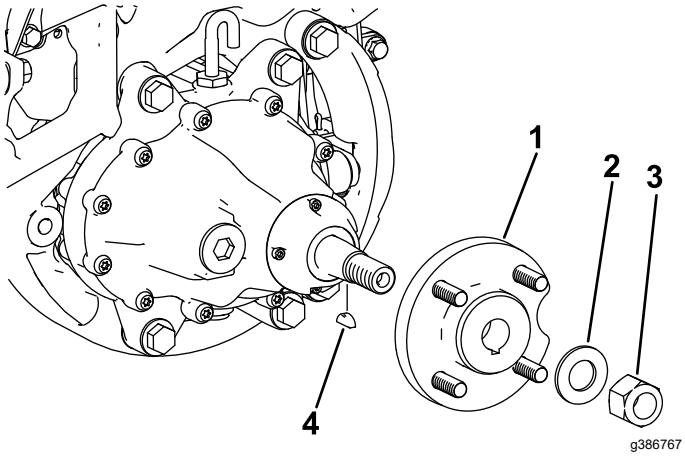

Figur 8
1. Montera hjulnavet som du tog bort tidigare med låsmuttern och brickan som tillhör den (Figur 8).
3. Montera woodruffkilen (Figur 8).